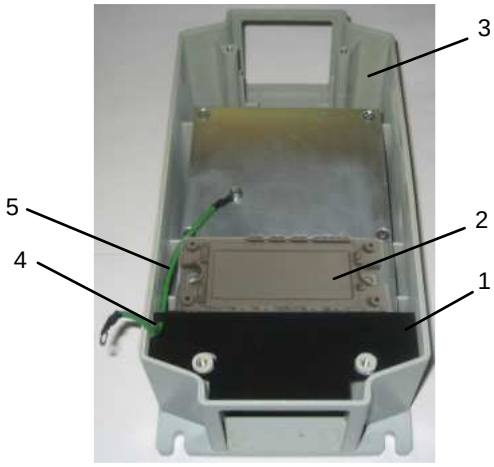

Рис. 7.4
7.3.1. Взять изолирующую прокладку 1, и установить ее в основание корпуса, совместив отверстия в прокладке с пластмассовыми стойками и продев в нее провод заземления 2 так, чтобы он выступал вверх за габариты основания корпуса (рис. 7.4).